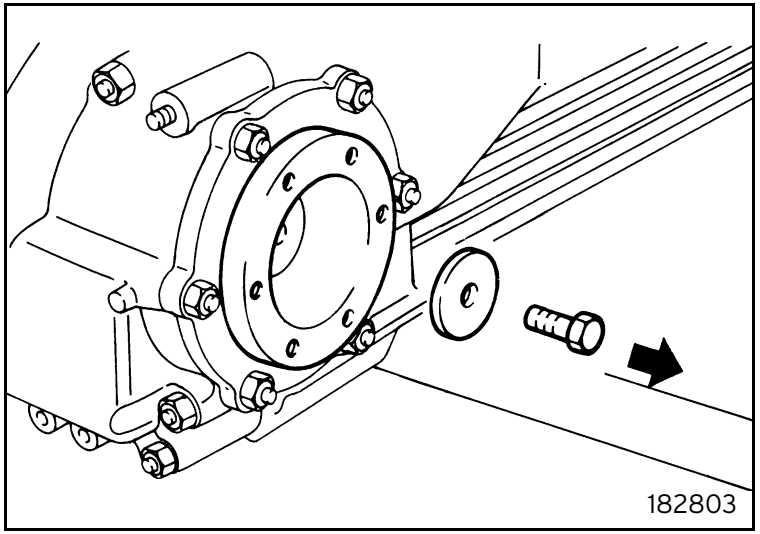

Fig. 3
- Loosen the axle shaft flange fastening screw (figure 3). Repeat the operation on the other side.